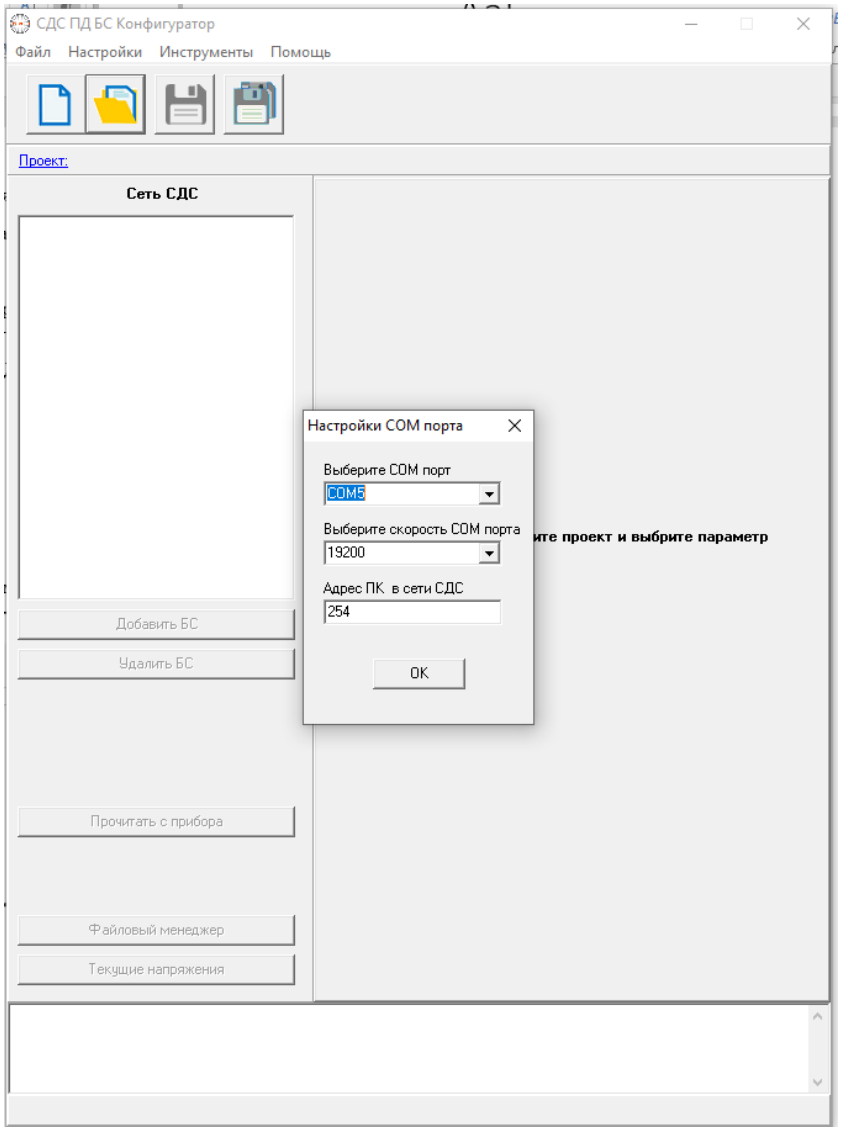

Рис.1.3
1.4 В диспетчере устройств Windows посмотреть на какой COM операционная система назначила подключенный СДС-ПД. В программе Конфигуратор выбрать Настройки/Настройки COM порта рис.1.3. Выбрать необходимый номе COM порта.